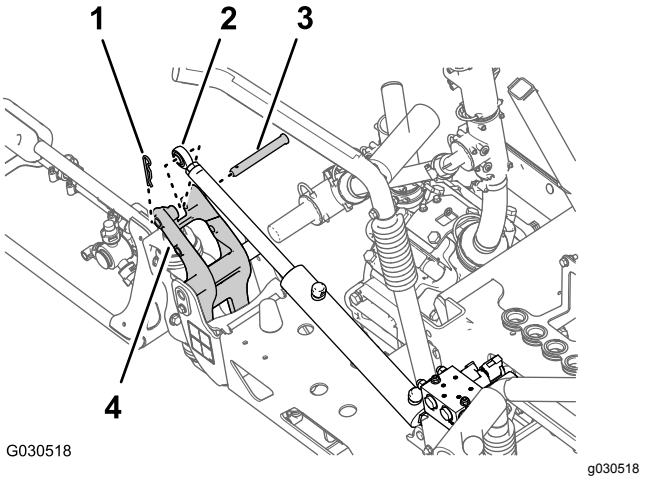

Figur 72
3. Fjern hårnålssplinten og splittpinnen som fester stangenden på løftesylinderen til svingbraketten (Figur 72).